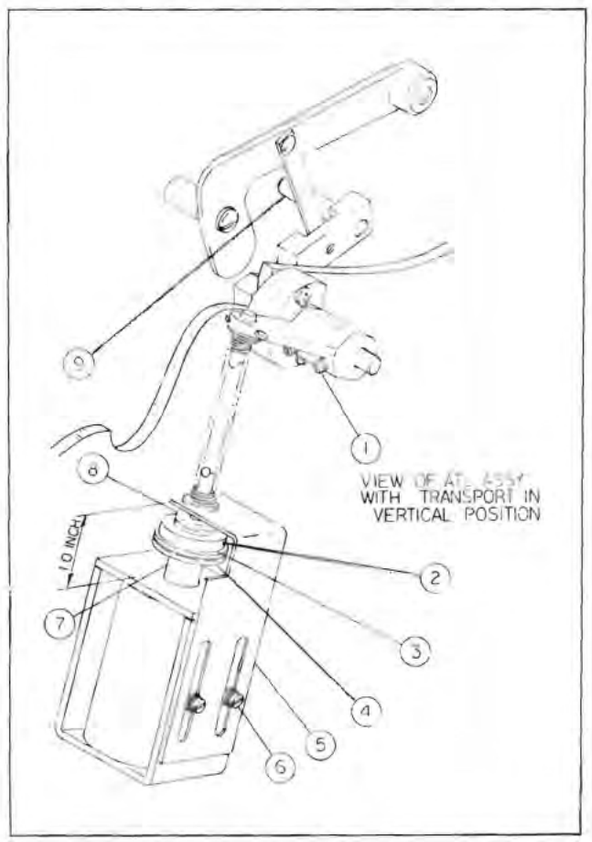

Figure 7-10. ATL Adjustment
7.8 ATL Adjustments (Figure 7-10)
A. Check that the plunger stop collar (3) is flush with the end of the solenoid plunger (7) and that the setscrew (2) is tight.
B. Check that there are two felt bumpers (4 and 8) on each side of the plunger stop collar (3).
C. Set the plunger solenoid stop (5) so that it is 1.0 inch (25.4 mm) from the front face of the solenoid, as shown in Figure 7-10. Then tighten the two adjustment screws (6) securely.
D. Loosen the setscrew (1) in the actuating arm and position the tape lifter post (9) so that it clears the tape by 0.025 to 0.050 inch (0.635 to 0.270 mm) when the solenoid is de-energized.